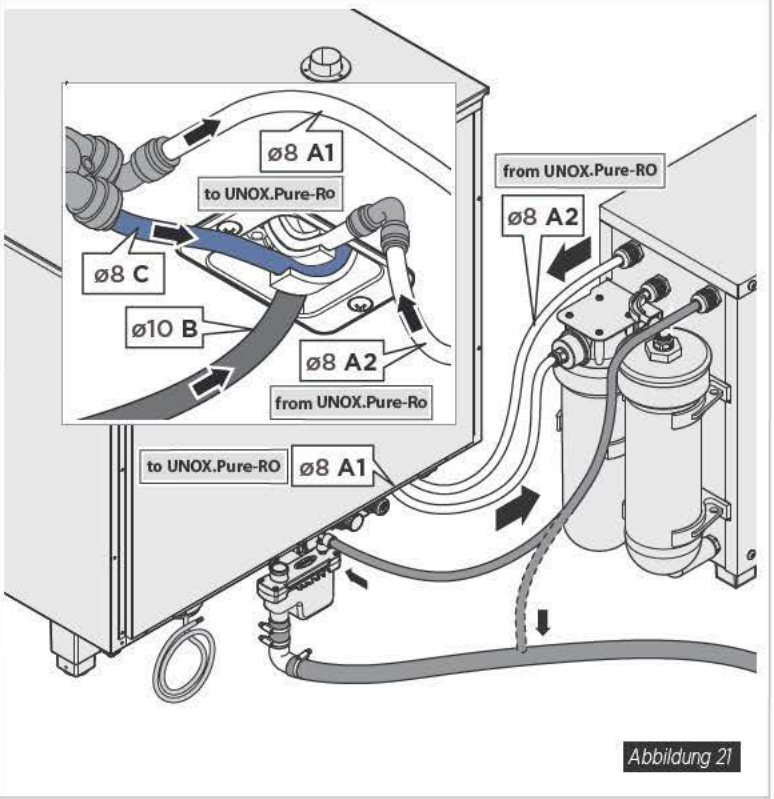

Abbildung 21
- **UNOX.Pure-RO** (Umkehrosmose-Set, siehe **Abbildung 21**);